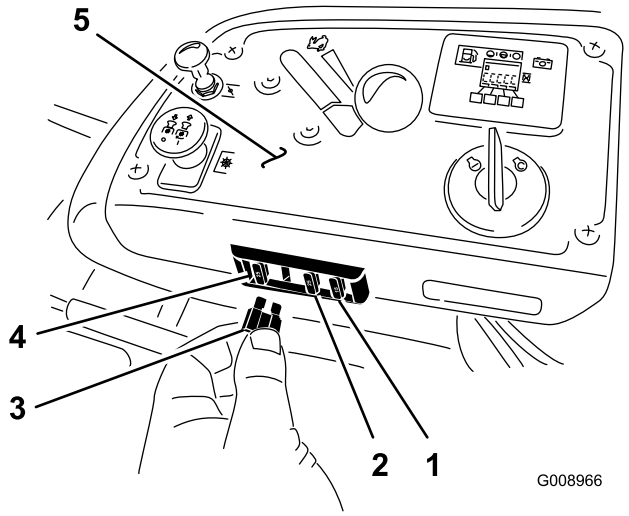

**Figur 61**
1. Sikringerne er placeret på højre konsol ved siden af sædet (Figur 61).
3. Isæt en ny sikring (Figur 61).